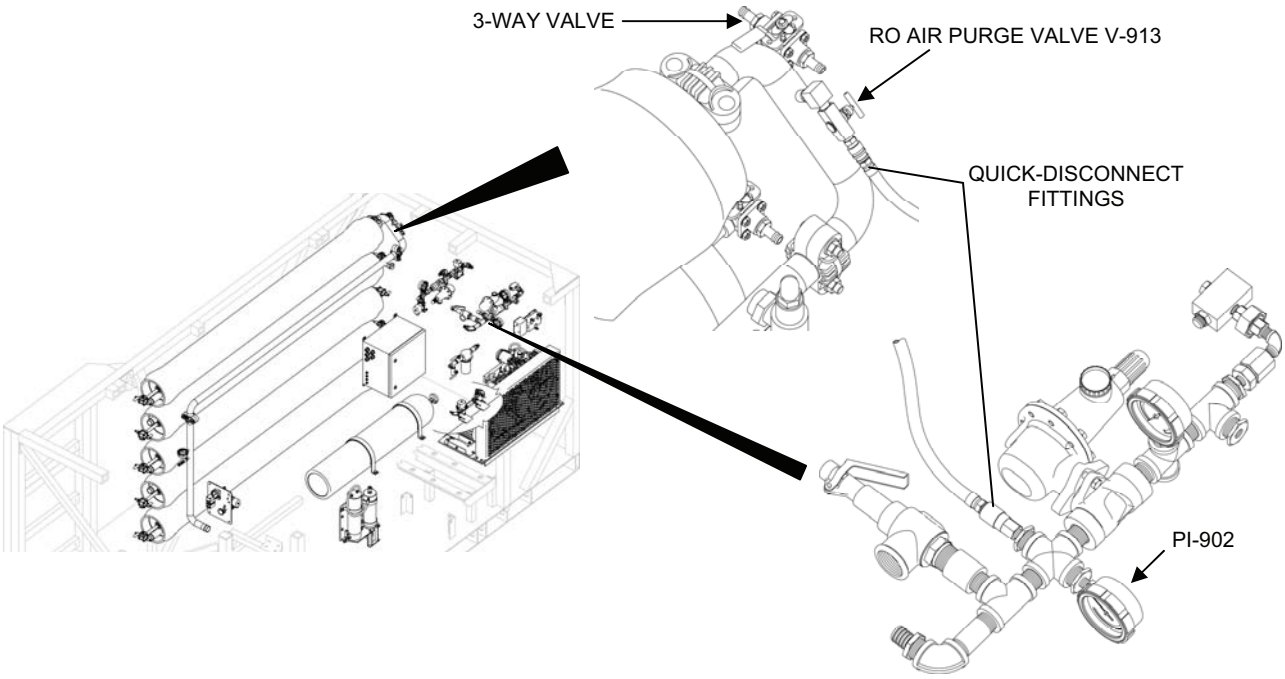

Figure 7. Auxiliary Air Hose Quick Disconnect Connections.
b. Force-air drain the RO elements and feed/reject piping as follows (Figure 7):